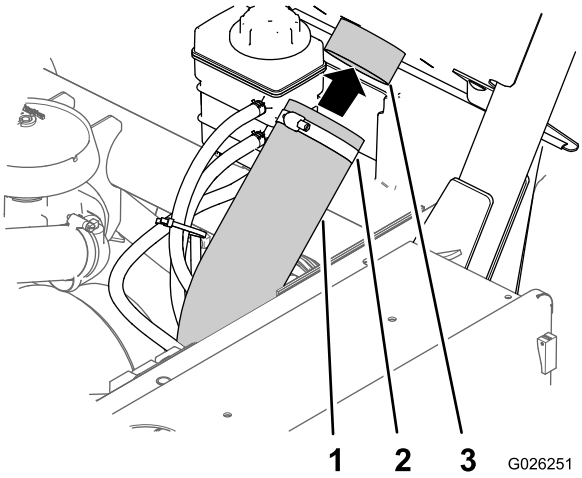

Figur 7
3. Ret CVT-indsugningsslangen ind efter indsugningsrørforbindelsen på bagsiden af styrbøjlepanelet, og stram slangeklemmen (Figur 7).